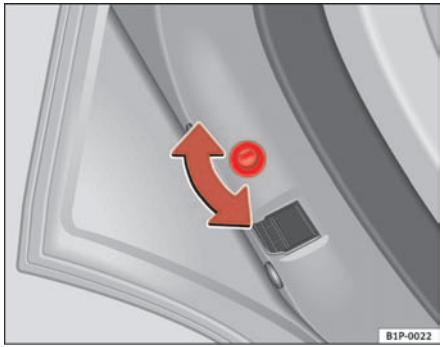
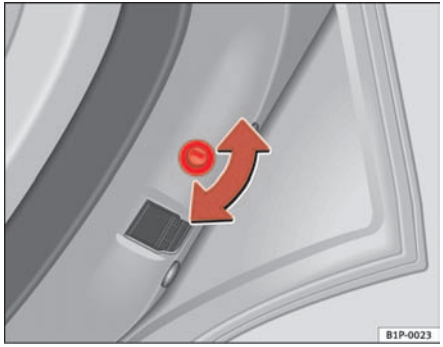

Fig. 44 Child safety lock on the left hand side door
Fig. 45 Child safety lock on the right hand side door
– With the door open, rotate the groove in the door using the ignition key, anti-clockwise for the left hand side doors, and clockwise for the right hand side doors ⇒ fig. 44, ⇒ fig. 45.
– With the door open, rotate the groove in the door using the ignition key, anti-clockwise for the right-hand side doors, and clockwise for the left-hand side doors ⇒ fig. 44, ⇒ fig. 45.